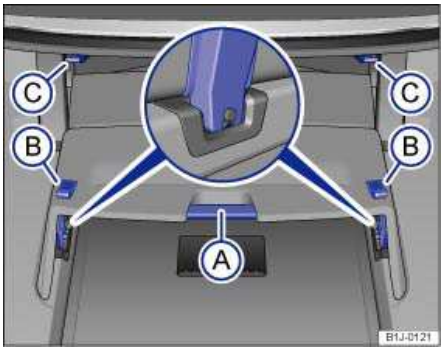

Fig. 97 Lifting up the inside luggage compartment cover.
In order to open or close the CSC roof, the luggage compartment cover must be down and locked in place in its latches ⇒ fig. 97 (inset).
- Pull the luggage compartment cover up by the handle ⇒ fig. 97 (A). A little extra force may be needed to disengage the cover from the latches (magnified view).
- Latch the cover by slipping hooks (B) over tabs (C).
In order to open or close the CSC roof, the luggage compartment cover must be down and locked in place in its latches ⇒fig. 97 (inset).